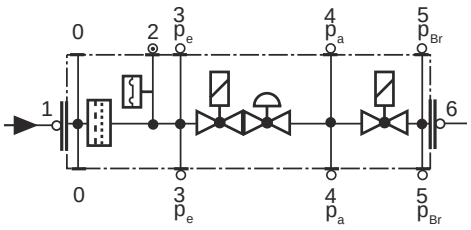

Рис. 37
- Заменяйте фильтр, если разница давления между точками 1 и 3 (Рис. 37) $\Delta p > 10$ мбар.